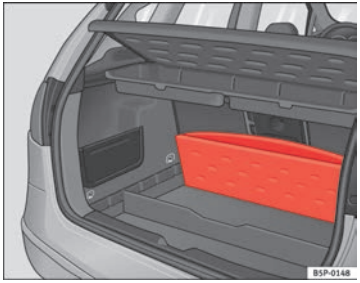

Fig. 105 Foldable luggage compartment cover
– Lift the luggage compartment floor and fold it back all the way ⇒ Fig. 105.